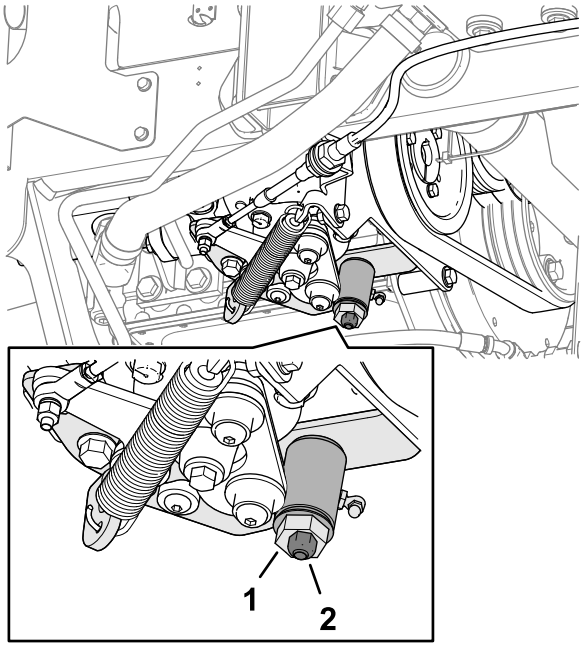

**Figur 76**
3. Lossa låsmuttern på hjuldrivningens justeringskam (Figur 76).